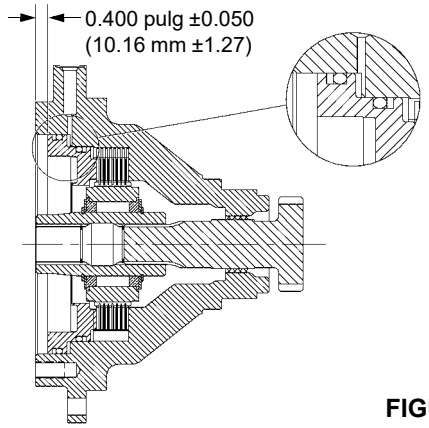

FIGURA 5-10
14. Después de la instalación, revise la pila de frenos para asegurar que las dimensiones se encuentren dentro de las tolerancias indicadas en la Figura 5-10. Si la dimensión medida es mayor que la mostrada, se han dejado algunos discos de fricción y platos de estator sin instalar, o los discos de fricción se han desgastado más allá de los márgenes de tolerancia aceptables. Si la dimensión medida es menor que la mostrada, se ha instalado un número excesivo de platos o discos o éstos no están debidamente asentados.
15. Cubra los anillos “O” y los anillos de respaldo (artículos 7-3, 7-7, 7-8 y 7-9) nuevos con aceite liviano e instálelos en el émbolo (artículo 10). Vea la Figura 5-10 para la instalación correcta de los anillos “O” y anillos de respaldo.